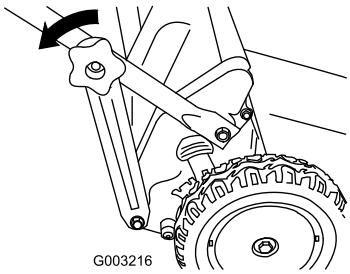

Figuur 13
1. Verwijder de knoppen van de onderste handgreep, waarmee de beugels van de handgreep zijn bevestigd aan de uiteinden van de onderste handgreep (Figuur 13).